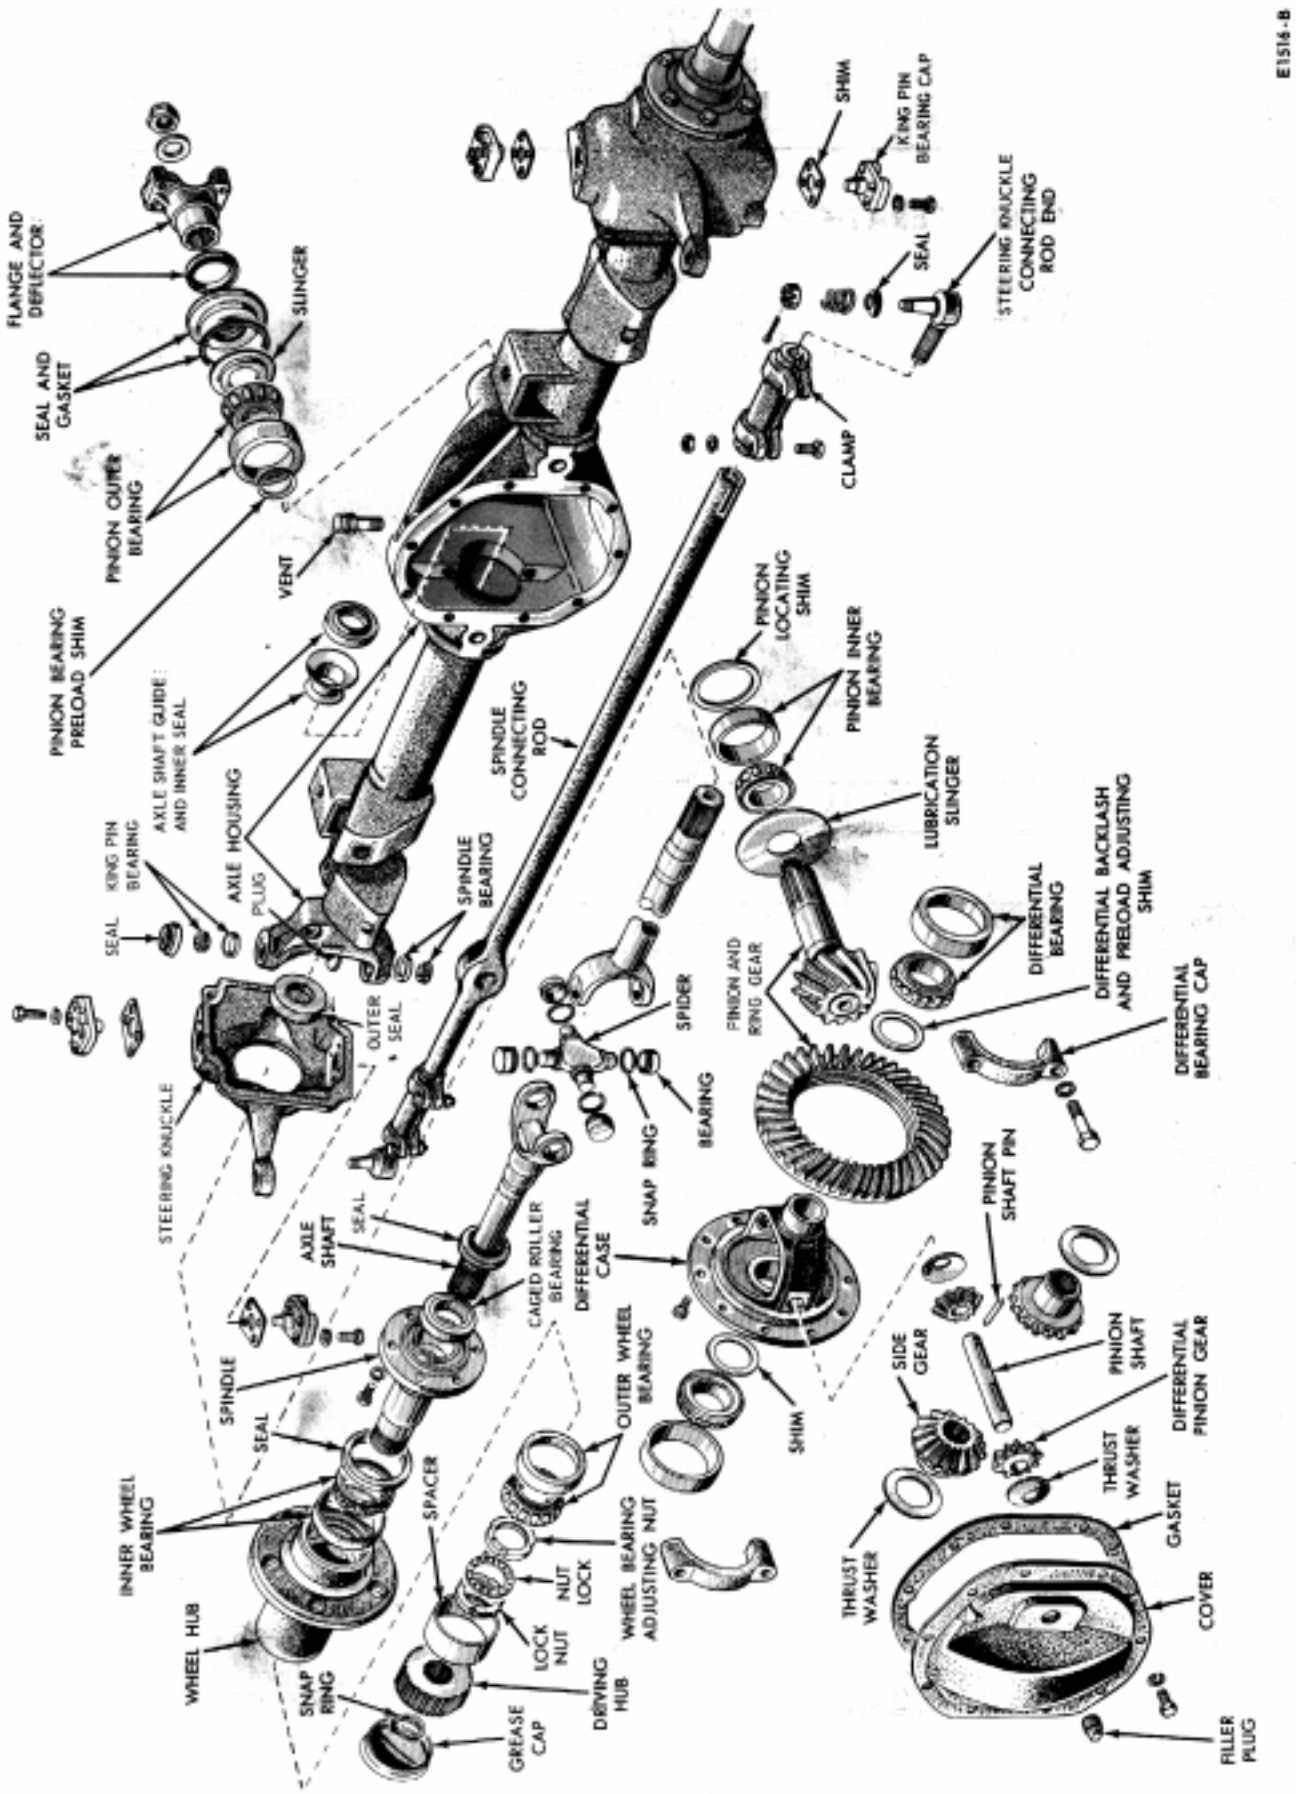

FIG. 7—Front Drive Axle Disassembled
9. Extra care should be used in inserting the axle shaft into the axle housing, because of the inner grease seal (Fig. 7). This seal seats on a ground surface of the axle shaft, as shown, and a bell-shaped guide is installed in the housing ahead of the seal to assist in piloting the shaft into the seal and the differential side gear.